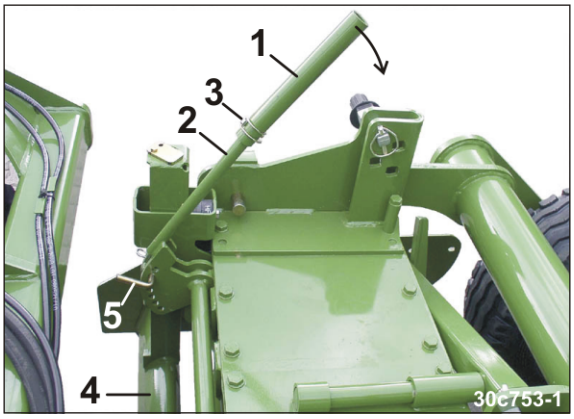

**Fig. 171**
1. Retournez le tube prolongateur (Fig. 171/1) sur le levier (Fig. 171/2) et bloquez-le avec la goupille clips (Fig. 171/3).
→ La lame égalisatrice (Fig. 171/4) se relève.
3. Bloquez la lame égalisatrice avec l'axe (Fig. 171/5) et bloquez l'axe avec la goupille bêta.